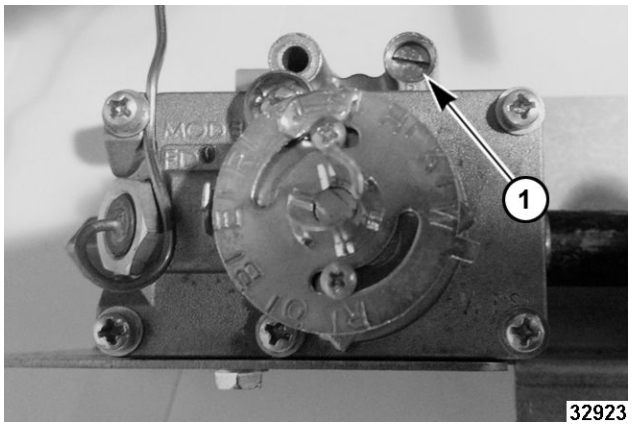

**Fig. 121**
5. With a screwdriver, turn by-pass flame adjustment screw (1, Fig. 121) counterclockwise to increase by-pass flame or clockwise to decrease flame until the entire burner has 1/8" min. to 1/4" max. stable flame on each port.